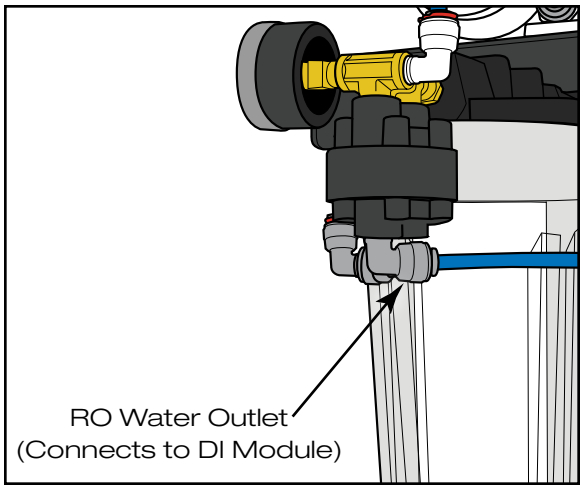

Figure 14
Measure and cut a length of **blue** tubing to connect the reverse osmosis (RO) water outlet on the main assembly to the INLET of deionization module. Typically, this tubing is routed behind the main assembly. Insert tubing into fittings and secure with red lock clips provided. *(See Figures 14 & 15, and installation diagram on page 31.)*